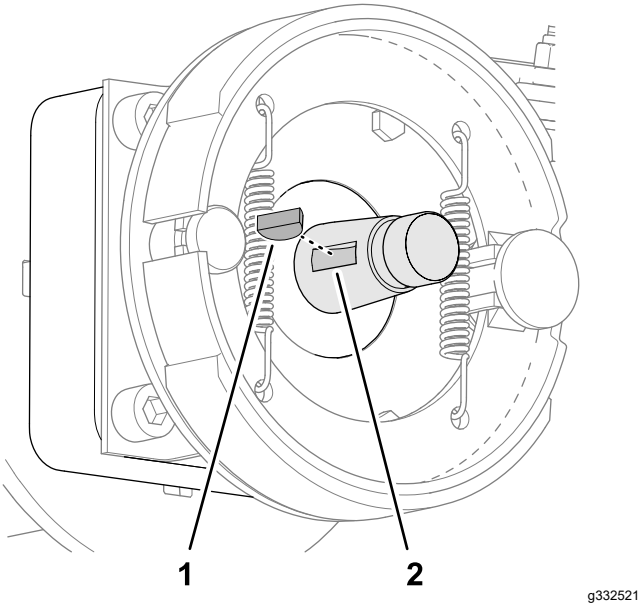

Figur 73
2. Sätt in woodruffkilen i skåran på hjulmotoraxeln (Figur 73).